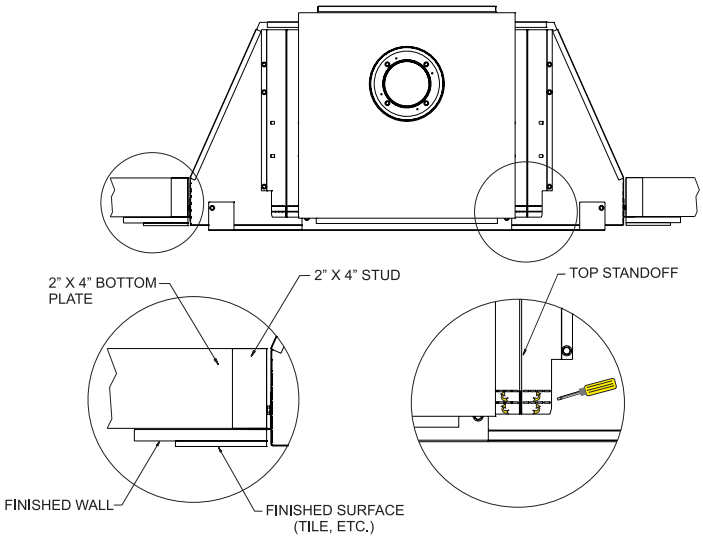

**Figure 10B**
2. Frame in fireplace with a header across the top. It is important to allow for finished face when setting the depth of the frame. **See Figure 10B.**